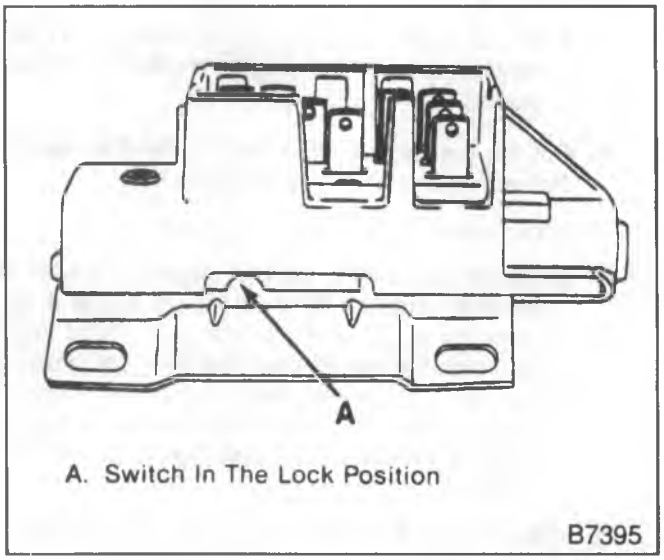

Figure 18—Ignition Switch Assembly
Install or Connect (Figure 18)
- Put the ignition switch in the "LOCK" position (figure 18).